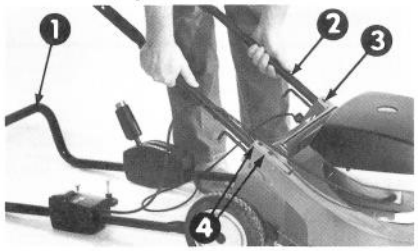

Figure 1
3. Fixez les deux montants du mancheron inférieur au châssis à l'aide des quatre vis de mancheron (Fig. 1).